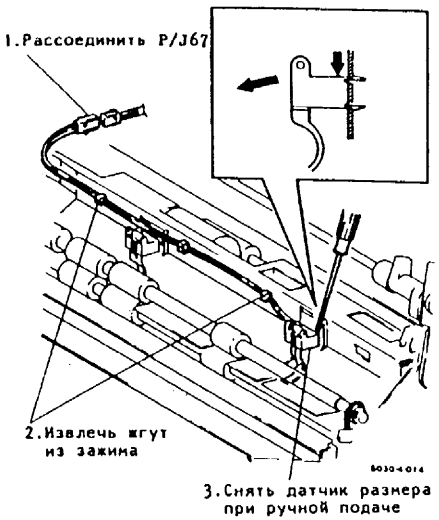

Рис.1. Снятие датчика размера бумаги ручной подачи
5. (Рис.1): Снять датчик размера ручной подачи.